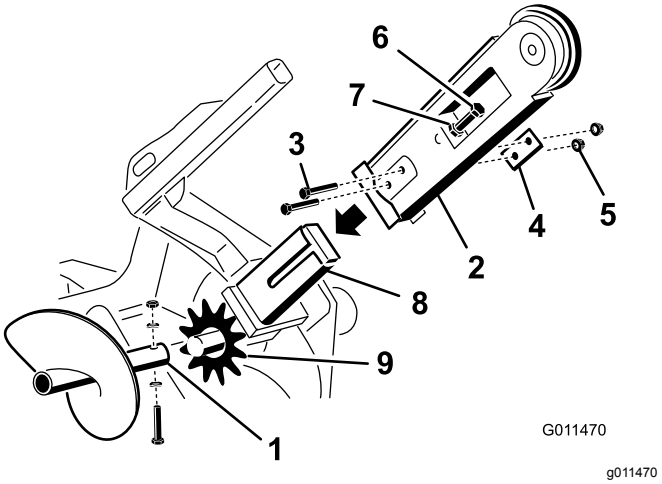

Figur 3
3. Lossa skruven, två sadelbrickor och muttern som håller fast matarskruven och ta bort den (Figur 3).
4. Lossa de två skruvarna, muttrarna och de dubbla brickorna från grävarmens sidor (Figur 3).
5. Lossa justeringsskruven och kontramuttern (Figur 3).